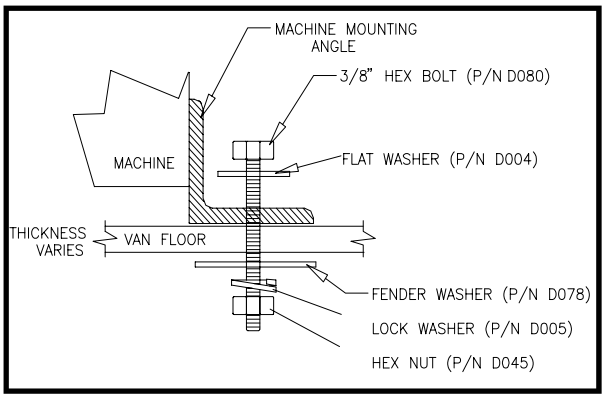

Figure 4-3: Bolt Configuration
- **Mount the recovery tank to the vehicle floor by drilling two (2) 7/16'' clearance holes in the front and rear of both tank mounting tab's, (4) holes total. Mount the machine to the floor by drilling one (1) 7/16'' clearance hole in each mounting tab. Tighten the hardware furnished with the machine securely. *(Fig. 4-3)***